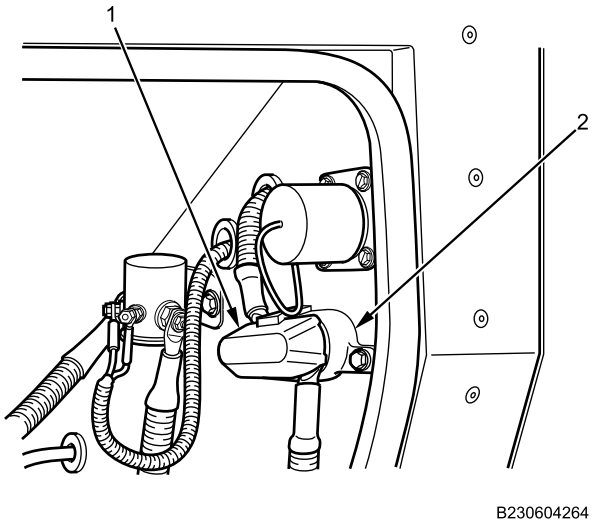

Figure 7. Positive Cable Mega-Fuse.
11. Lift up mega-fuse cover (Figure 7, Item 1) on mega-fuse (Figure 7, Item 2).